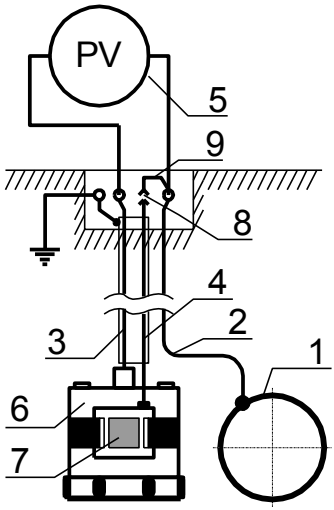
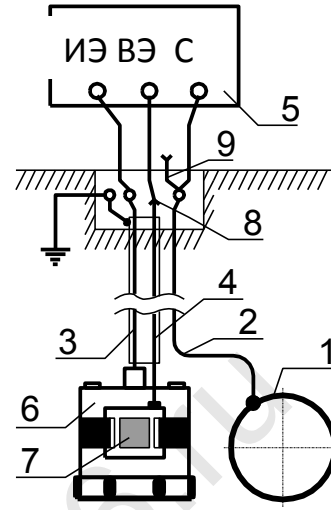

Рисунок 4 – Схема измерения разности потенциалов
Рисунок 5 – Схема измерения поляризационного потенциала
8.1.1 Положительную клемму прибора присоединить к проводнику от трубопровода, отрицательную - к проводнику от электрода (рис.4)
8.2 Измерения поляризационного потенциала выполняют с помощью приборов, содержащих прерыватель тока поляризации датчика, например, ОРИОН ИП-01. Схема присоединения прибора к проводникам контрольно-измерительного пункта приведена на рис. 5
5 - Вольтметр (Рис. 4) / Прибор измерительный (Рис. 5)